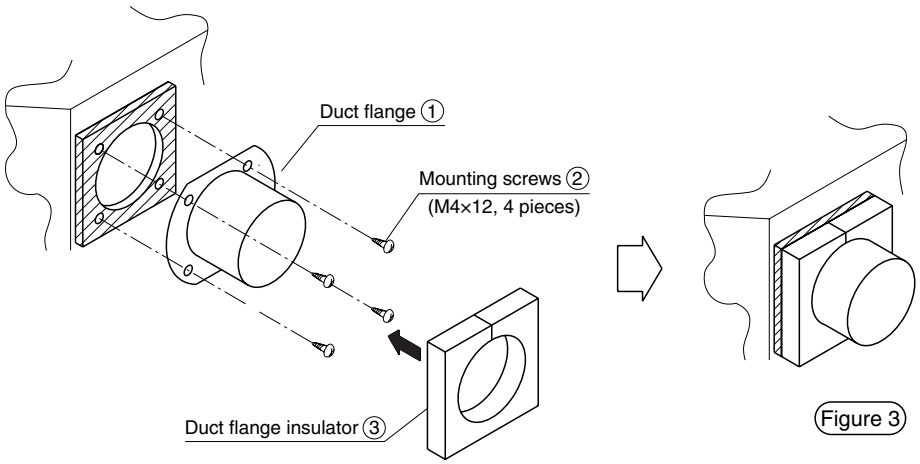

Figure 3
3) After mounting the duct flange ① to the opening using the mounting screws ② (M4×12, 4 pieces), stick the duct flange insulator ③. (Figure 3)